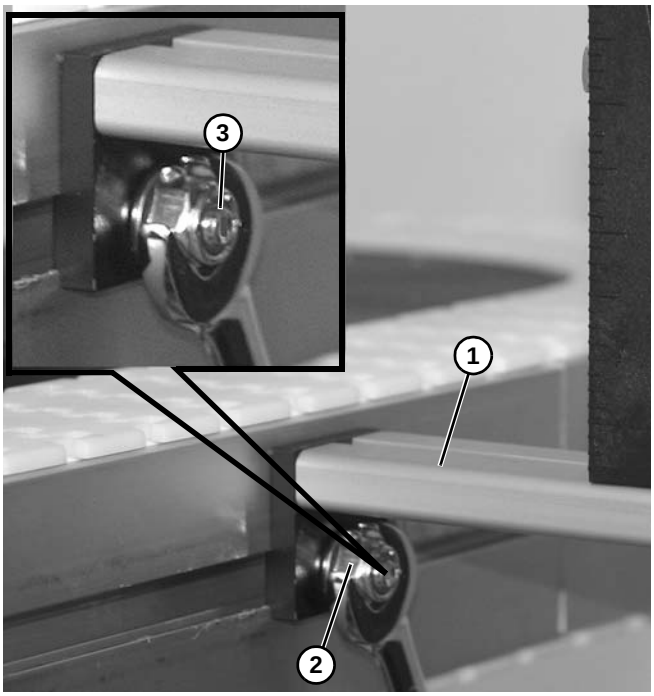

Figure 38
2. Tighten stud on guiding assembly **(Figure 38, item 1)** to conveyor with nut **(Figure 38, item 2)** on stud.
*Be certain that slot **(Figure 38, item 3)** is close to vertical when finished tightening nut.*
3. Tighten nuts **(Figure 38, item 2)**.